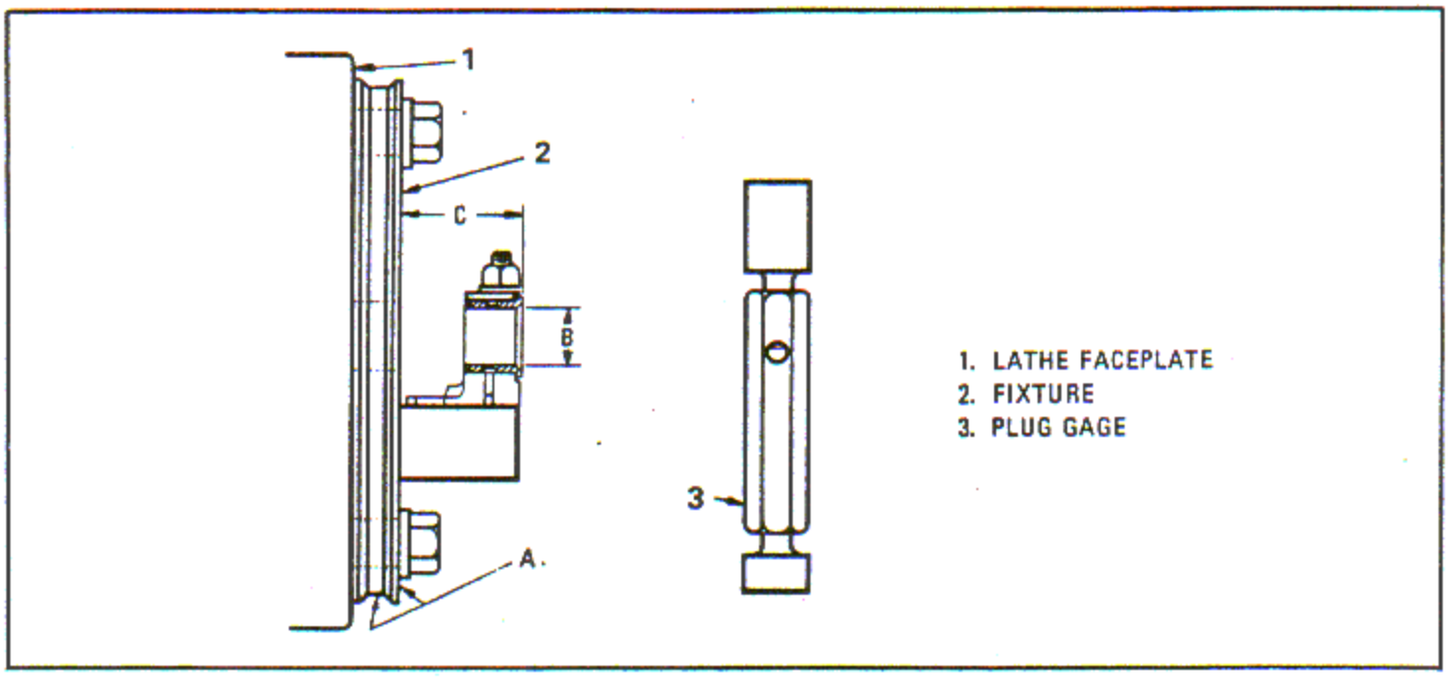

Figure 6-47. Finish Bore and Face Bushing Flange
a. Plug all oil passages with beeswax, Federal Specification C-B-191, or paraffin, Federal Specification VV-W-95. Clamp fixture (2, figure 6-47) on a lathe faceplate (1). Indicate A surfaces to run true within 0.0005 inch full indicator reading.
b. Place bushing support over the fixture locating pins and studs and clamp as shown. Bore out bushing to diameter B which is 0.812 - 0.813 inch. Check with plug gage (3).